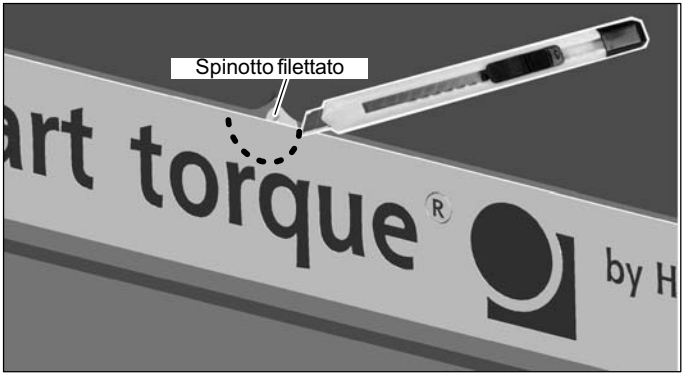

Fig. 8.5 Ritaglio del foglio
2. *Solo per coppie nominali da 500 N ·m a 3 kN ·m e per protezione da contatti ordinata successivamente:* i fori filettati per le viti di arresto sono parzialmente nascosti dal foglio incollato. In questa zona ritagliare nel foglio un semicerchio con raggio minimo di 6 mm (ad esempio usando un taglierino, vedere Fig. 8.5). Poi rimuovere da ambedue i lati dello statore gli spinotti filettati dai relativi fori.